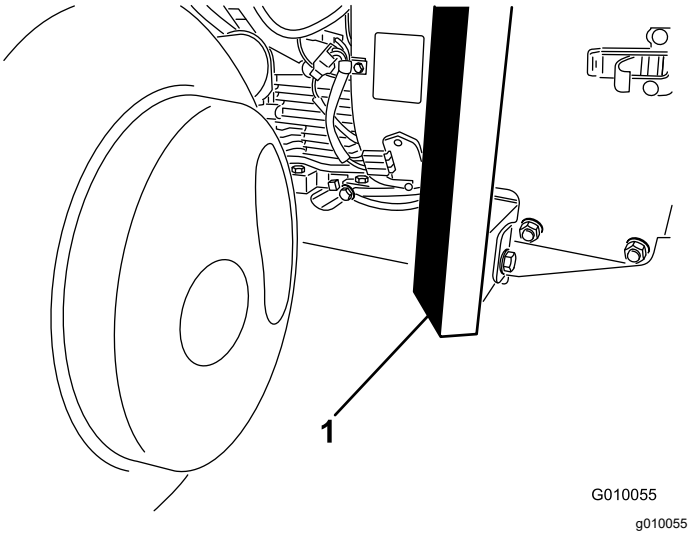

**Figure 37**
3. Position the jack securely under the front of the frame (Figure 37).